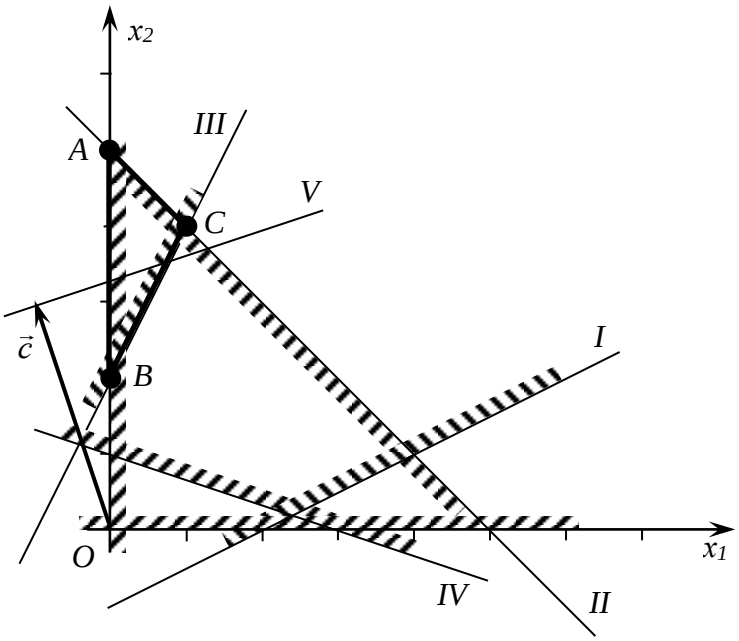

Рис. 5
Розв'язання. Усім нерівностям системи обмежень задовольняють точки трикутної області ABC (рис. 5), де $A(0,5)$, $B(0,2)$, $C(1,4)$. За лінію рівня візьмемо пряму $-x_1 + 3x_2 = 10$ (пряма (V)). Як видно з рисунка, найбільшого значення функція F досягає в точці A і $F_{\max} = 15$.